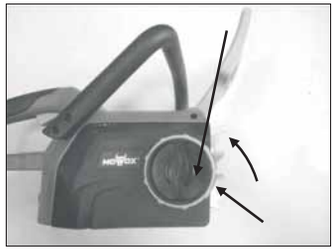

Fig. 18
8.4 REEMPLAZAR LA BARRA GUÍA Y LA CADENA DE LA SIERRA (FIG. 18)